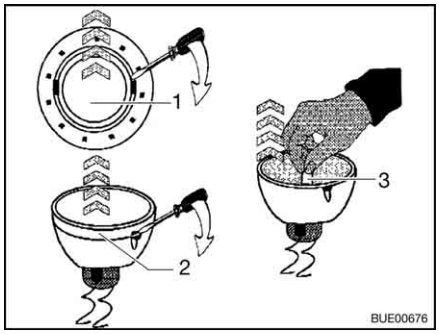

Fig. 206 Changing the halogen bulb
- Use a screwdriver to remove the inner cover ring (Fig. 206,1) from the housing.
- Use a screwdriver to remove the cover ring with the glass (Fig. 206,2) from the lower section of the recessed halogen light.
- Remove halogen bulb (Fig. 206,3).